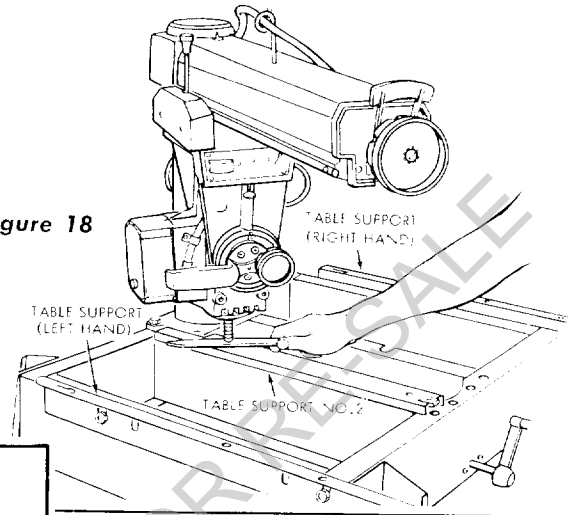

Figure 18
g. Remove the arbor wrench and position the motor until end of shaft is directly over the rear position of table support No. 2. (See figure 18.) With the attaching screw hand tight, tap the rear of No. 2 table support upward or downward until the end of motor shaft just touches the arbor wrench, held between the end of motor shaft and top of support as in the preceding step.